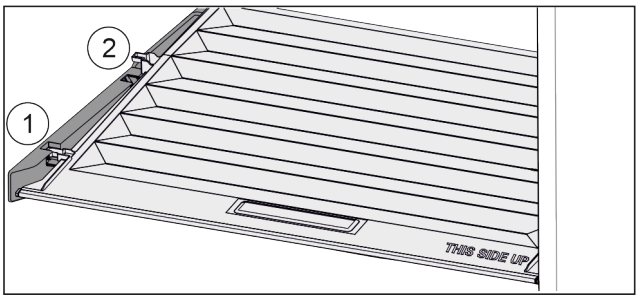

*Fig. 26*
▶ Pull the lid up at the front to the opening in the retaining parts *Fig. 26 (1)*.
▶ Lift from the back and pull it up and out *Fig. 26 (2)*.